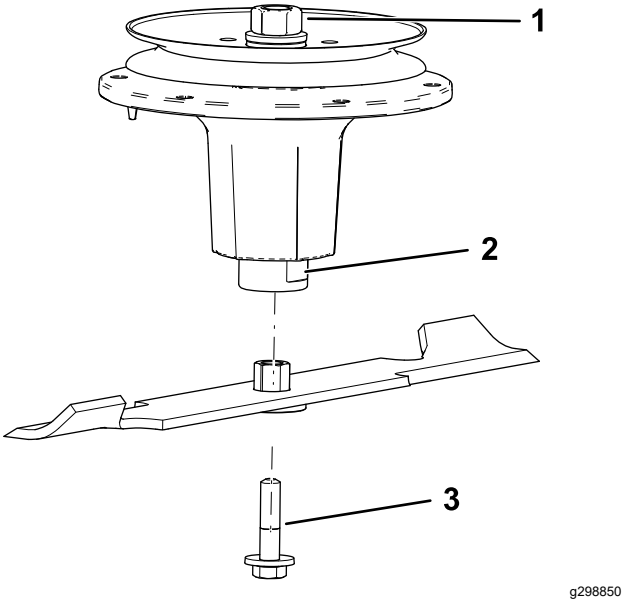

Figur 111
2. Monter bøsningen og skærekniven på spindelakslen (Figur 111).